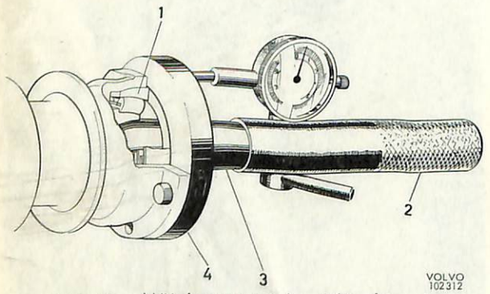

Bild 16. Mätning av axialspel för drivaxlar
Montera bromskölden och hållare med filttätning. Drag ut lagrets ytterring mot bromsköldden med SVO 2204. Sätt fast hållare SVO 2611 med mätur på drivaxeln. Rikta mäturets spets mot bromsköldden och mät upp axialspelet. (Jämför punkt 6 och bild 16). Vid felaktigt spel demonteras vänstra sidans bromstrumma och -sköld och spelet justeras enligt punkt 5b—10 nedan. Är spelet rätt förfares enligt punkt 7—10.
6. Sätt fast hållaren SVO 2611 med mätur på drivaxeln, se bild 16. Rikta mäturets spets mot plattan, skjut in axeln och nollställ mäturet. Drag drivaxeln utåt och avläs spelet. Välj justermellanlägg enligt tabellen på nästa sida.